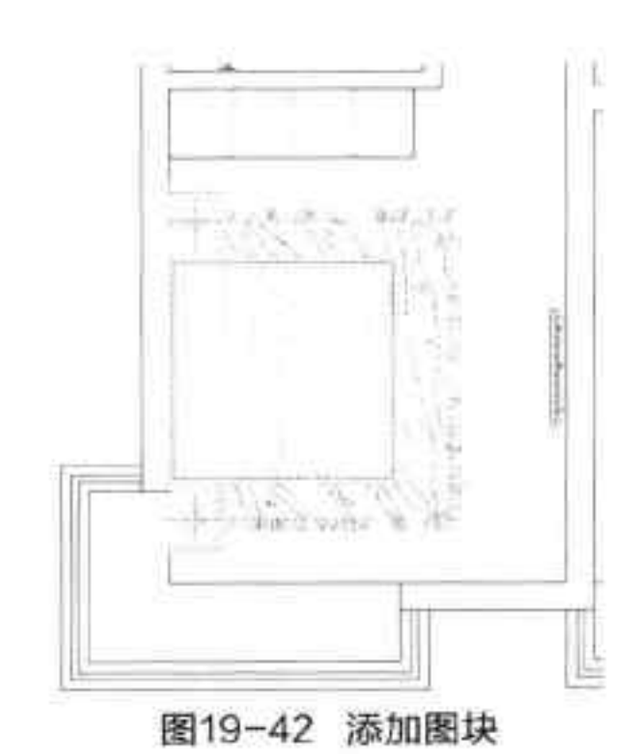

图19-42 添加图块
Step 09 再次执行“插入块”命令，添加家具图块中床图形和电器图块中电视机图形，如图 19-42 所示。